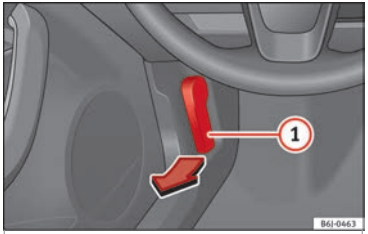

Fig. 8 See Fig. 3 for positioning
- Opening the bonnet: Pull the lever under the dashboard ››› **Fig. 8** (1).